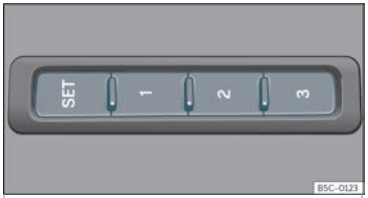

Abb. 100 Außen am Fahrersitz: Speichertasten.
• Taste **SET** länger als 1 Sekunde drücken ››› **Abb. 100**.
- Taste SET gedrückt halten››› Abb. 100.